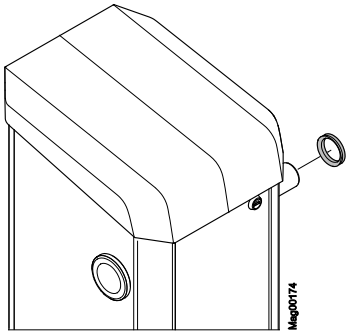

Abb. 33: V-Ring entfernen
16. V-Ring auf die Flanschwelle aufstecken. Die Dichtungslippe zeigt zum Schrankengehäuse. → Siehe auch Seite 74, Abb. 33.